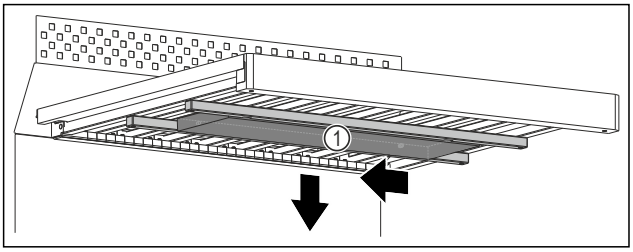

Fig. 111
▶ Împingeți cutia de apă *Fig. 111 (1)* spre stânga.
▶ Extrageți cutia de apă *Fig. 111 (1)* în jos.